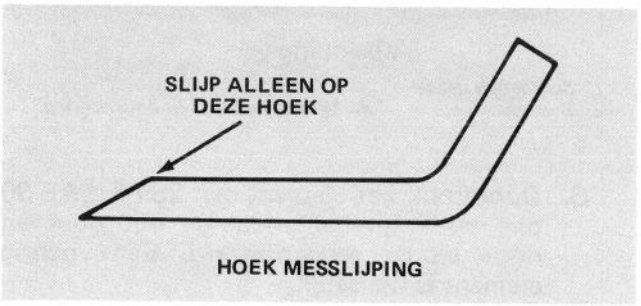

Afbeelding 32
5. Slijp de snijkant aan beide einden van het mes met een vijl (Afb. 32).
BELANGRIJK: Slijp de bovenzijde van het mes en behoud de originele snijhoek (Afb. 32).